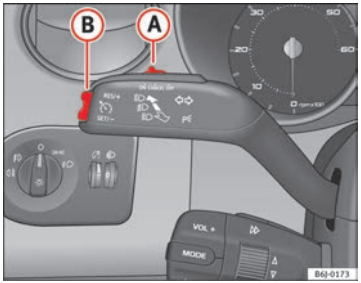

Fig. 125 Turn signal and main beam headlight lever: switch and rocker switch for the cruise control
- when the lever (A) is moved in the direction of **OFF** without fully being engaged.
To resume cruise control, release the brake or clutch pedal or reduce the vehicle speed to less than 180 km/h (110 mph) and press once on the upper part of the rocker switch **RES** ⇒ Fig. 125 (B).